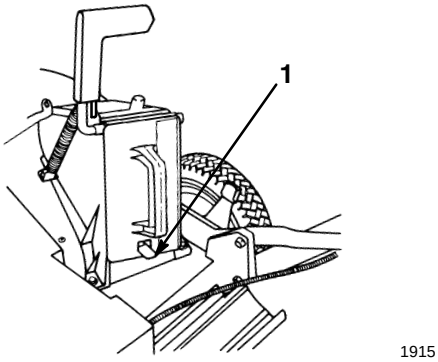

Afbeelding 6
5. Duw de stop helemaal naar binnen, totdat de veerklem aan de onderkant van de stop op zijn plaats klikt (Afb. 6).